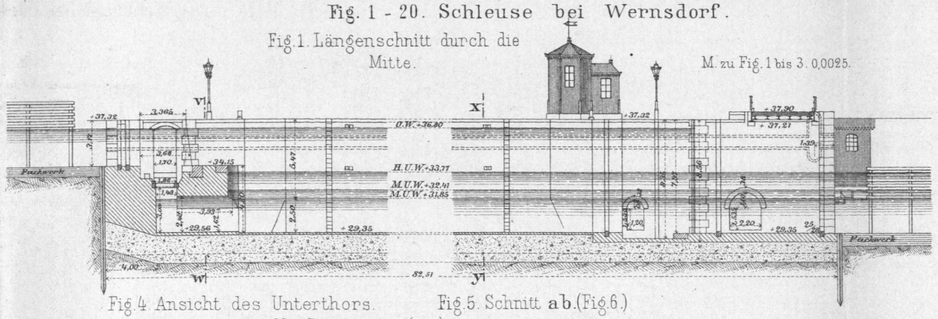

Fig. 4. Ansicht des Unterthors.
M. zu Fig. 4 bis 7 = 0,0133 (1:75).